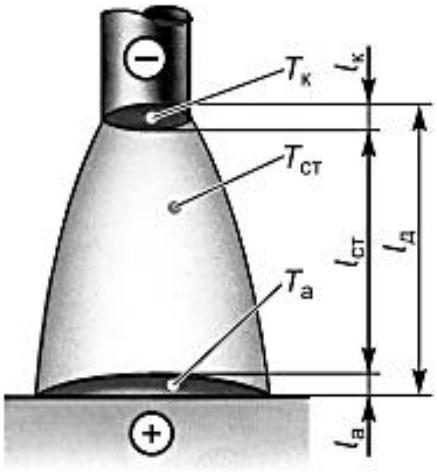

Рис. 5.4. Строение сварочной дуги
**Строение сварочной дуги.** Ионизированный газ концентрируется в объеме около 1 см³. Но и в этом небольшом пространстве можно выделить три области (рис. 5.4). Две из них – *катодная lк* и *анодная lа* – пограничные между электродами и ионизированным газом. В этих областях наблюдается значительное падение напряжения, вызванное образованием около электродов пространственных зарядов (скоплением заряженных частиц). Третья *область, расположенная между катодной и анодной областями, называется столбом дуги lст.*
**Распределения температур и выделяющейся теплоты в дуге**. Дуговой промежуток (см. рис. 5.4) состоит из наиболее нагретых участков электрода и основного металла (катодное и анодное пятна) и из столба дуги. Сварочная дуга отличается большой концентрацией теплоты и высокой температурой. Температура в столбе сварочной дуги *Тст* может быть от 5000 до 12 000 °С и зависит от плотности тока, состава газовой среды дуги, материала и диаметра электрода.